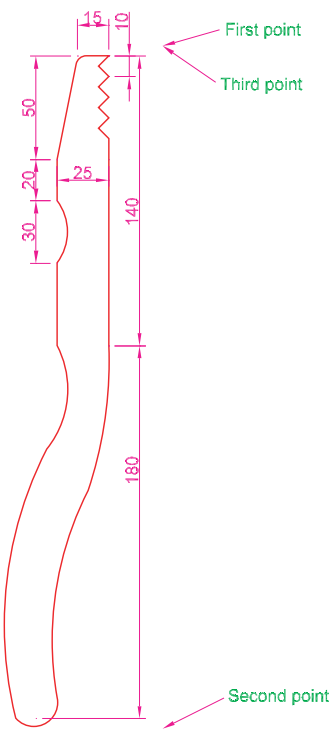

Fig. 15.16 First example – **Mirror 3D** – outline of object to be mirrored
1. Working on a layer colour magenta, construct the outline in Fig. 15.16.